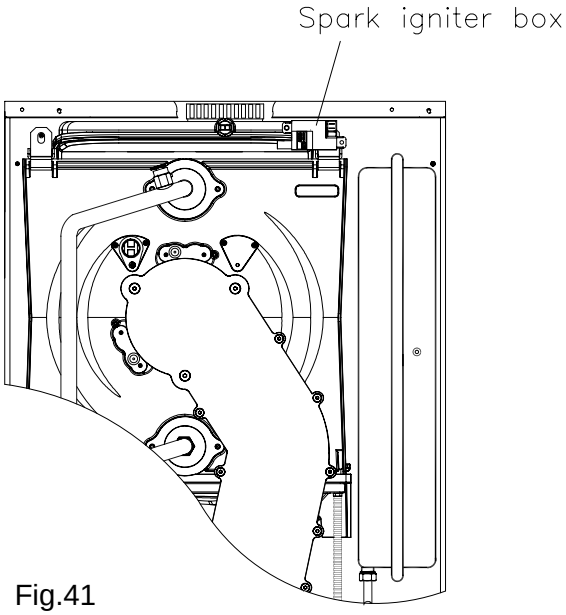

Fig.41
8.2 TO REMOVE/REPLACE SPARK IGNITER BOX (Fig. 41)